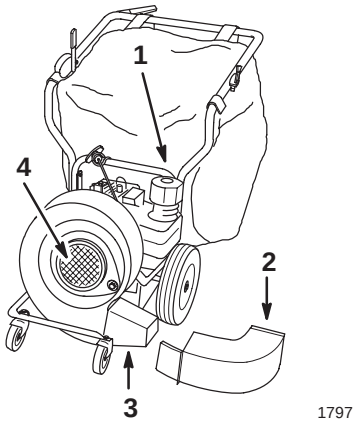

Bild 15
3. Entfernen Sie den Sackhals vom Gebläse-Auswurfkanal (Bild 15). (Nach Wunsch können Sie den gesamten Sack entfernen.)
4. Entfernen Sie die Befestigungsschraube und Sicherungsscheibe, die den Gebläse-Auswurfkanal absichern und entfernen diesen (Bild 15).
5. Montieren Sie das Gebläserohr und sichern es mit den in Schritt 4 entfernten Befestigungsteilen ab (Bild 15).
10. Heben Sie das Gebläsegehäuse leicht an und drehen es um 120° im Uhrzeigersinn (wenn Sie vor dem Gebläse stehen) (Bild 15).
14. Montieren Sie das Gitter an der Gebläsesaugseite und befestigen Sie es mit einer der in Schritt 2 entfernten Scheiben und Sicherungsmuttern (Bild 15).